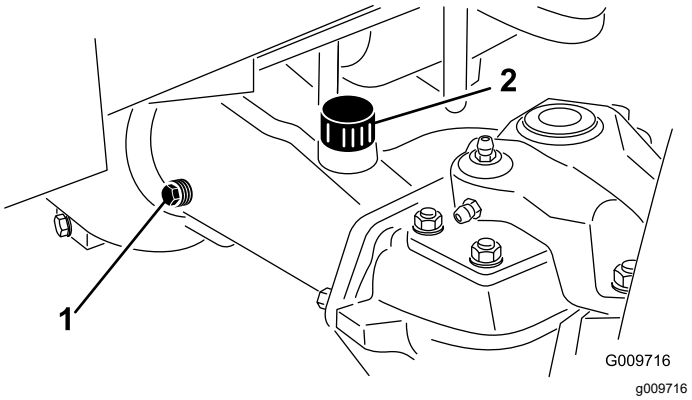

Figuur 68
2. Verwijder de controleplug van één uiteinde van de as (Figuur 68) en controleer of de olie tot aan de onderkant van de opening komt. Indien het peil te laag staat, verwijdert u de vulplug (Figuur 68) en vult u voldoende olie bij totdat het peil de onderkant van de openingen van de controleplug bereikt.